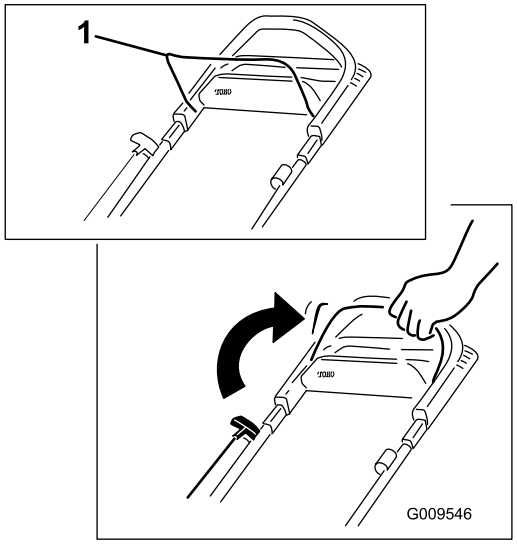

Figuur 11
1. Houd de bedieningsstang van het maaimes tegen de handgreep (Figuur 11).